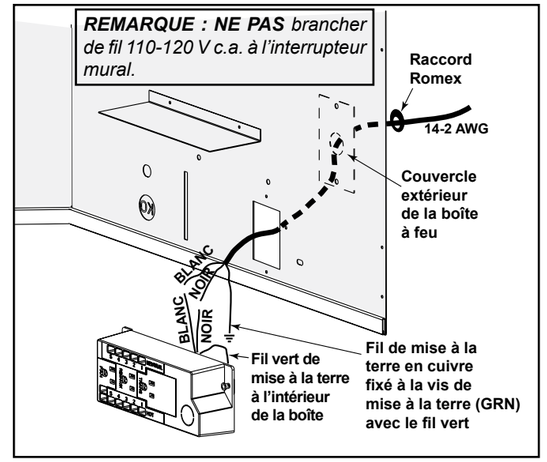

Figure 8.4 Détails de la boîte de jonction (Modèle générique affiché)
- Introduisez les fils électriques depuis l'extérieur de l'appareil par cette ouverture, jusqu'au compartiment de vanne, et fixez avec un connecteur Romex. Voir la figure 8.4.